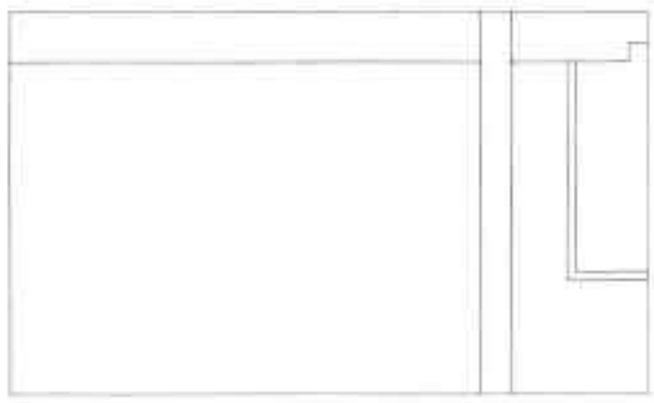

图19-88 连接窗户轮廓线
Step 05 执行“圆角”命令，默认圆角尺寸，连接窗户轮廓，如图 19-88 所示。